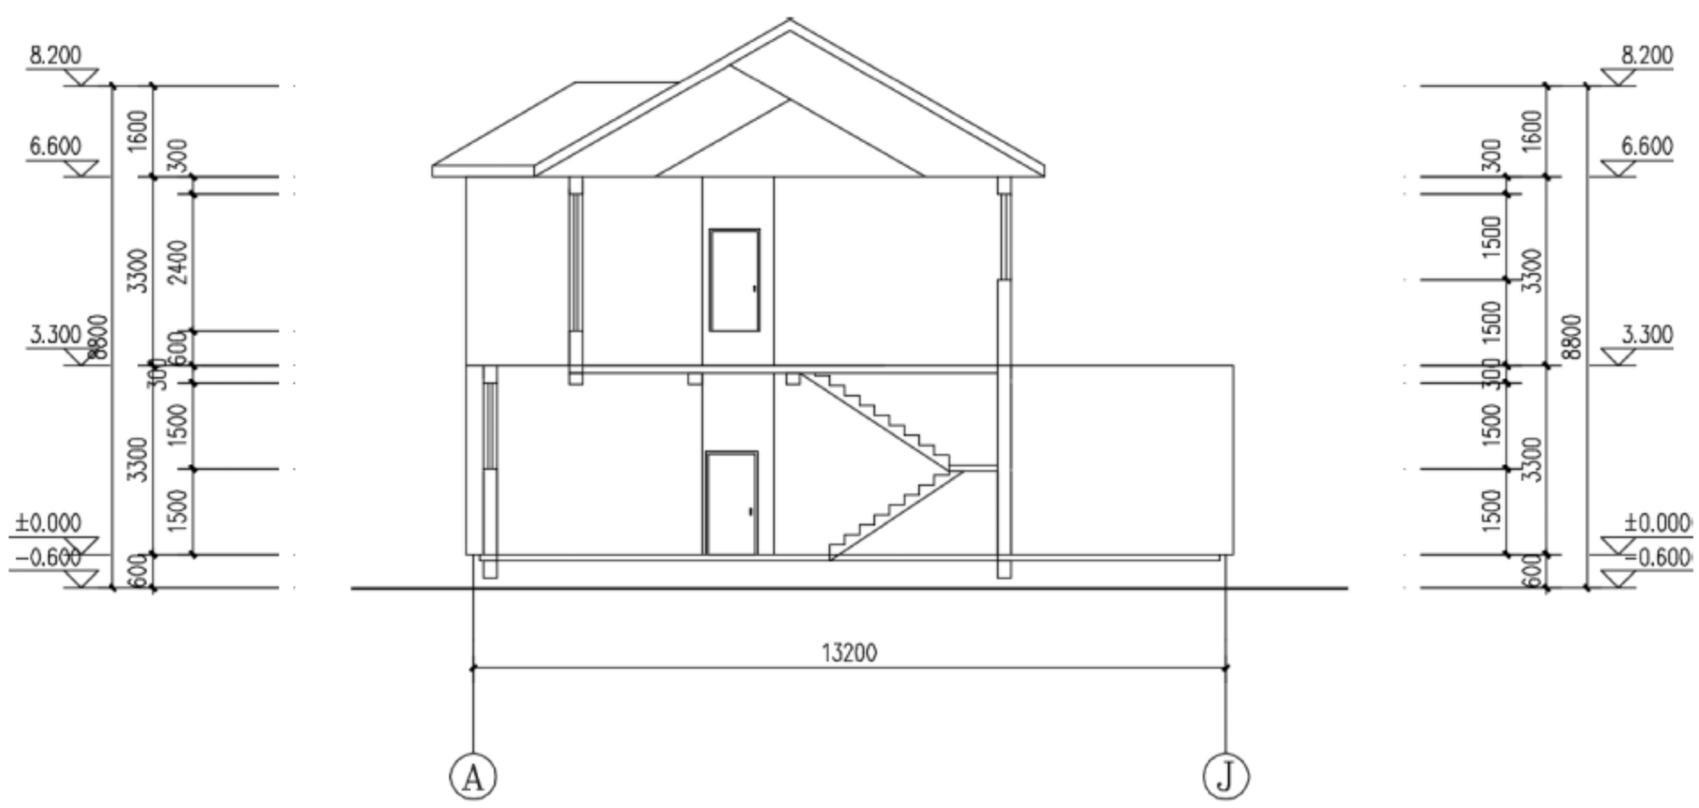

图 18-163　生成剖断梁的别墅图
采用“加剖断梁”命令可以绘制楼板、休息平台下的梁截面。生成剖断梁的别墅如图 18-163 所示。
(2) 同理，单击菜单中的“剖面”→“加剖断梁”命令，完成其他位置的剖断梁，结果如图 18-163 所示。